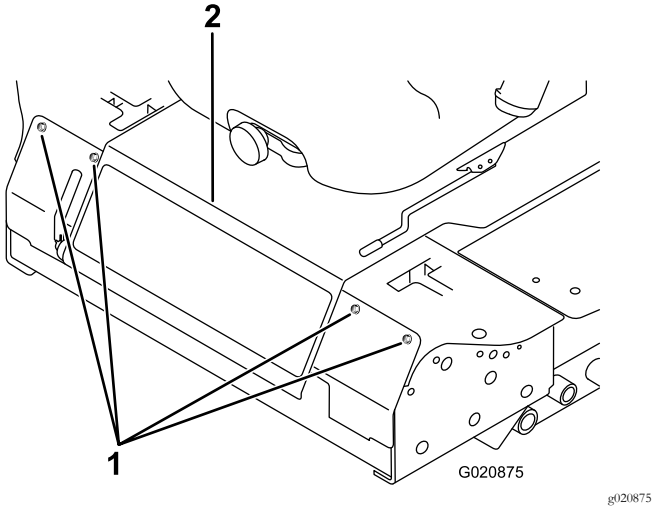

Figur 48
2. Lossa skruvarna som håller fast den främre panelen och ta bort den (Figur 48).